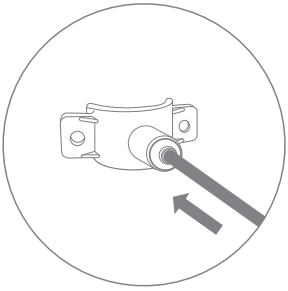

Рис. 11
3. Трубку красного цвета из комплекта поставки вставьте через хомут в просверленное отверстие на 7...10 мм (рис. 11).